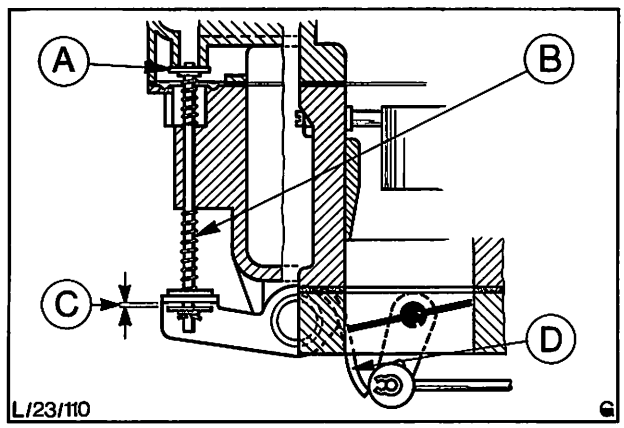

Abb. 92 Einstellung der Schwimmerkammerbelüftung
c) Bei geschlossenen Drosselklappen Spiel zwischen unterer Beilagscheibe und Betätigungsstößel kontrollieren, „C" in Abb. 92. Das Spiel muß 5,5 ± 1,5 mm betragen.
d) Durch Biegen des Betätigungshebels „D", Abb. 92, wie erforderlich, einstellen.